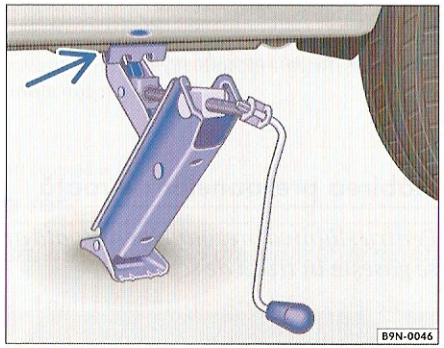

Fig. 36 Cric montat la spate pe partea stângă.
6. Ridicaţi în continuare gheara cricului până când aceasta cuprinde porţiunea verticală ⇒ fig. 36 -săgeata- de sub pragul autovehiculului ⇒ ⚠.
culul să nu alunece la ridicare ⇒ pagina 88, fig. 36" (săgeata).